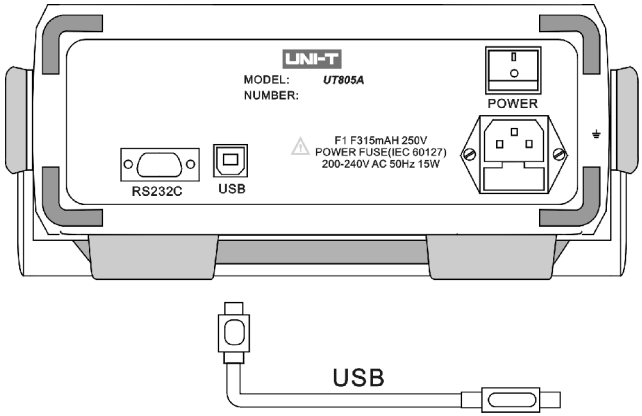

Figure 16
A.Connection of instrument and computer (See Figure 16)